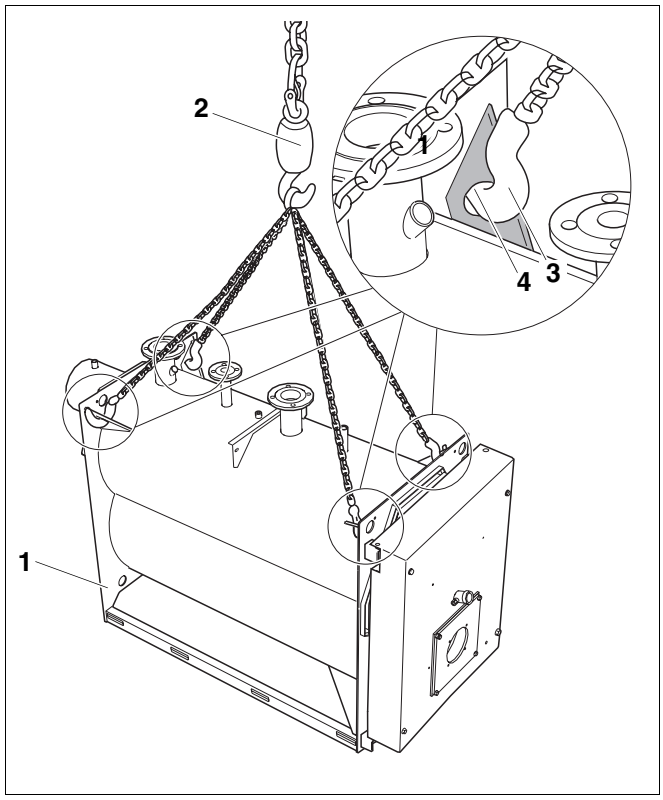

Fig. 4 Sollevamento del blocco caldaia con una gru
Potete sollevare e trasportare il blocco caldaia (fig. 4, **pos. 1**) con una gru.
- Inserire i ganci del cavo di trasporto (fig. 4, **pos. 3**) nei fori delle quattro lamiere di rinforzo (fig. 4, **pos. 4**) del blocco caldaia.
- Agganciare i ganci della gru (fig. 4, **pos. 2**) al cavo di trasporto.